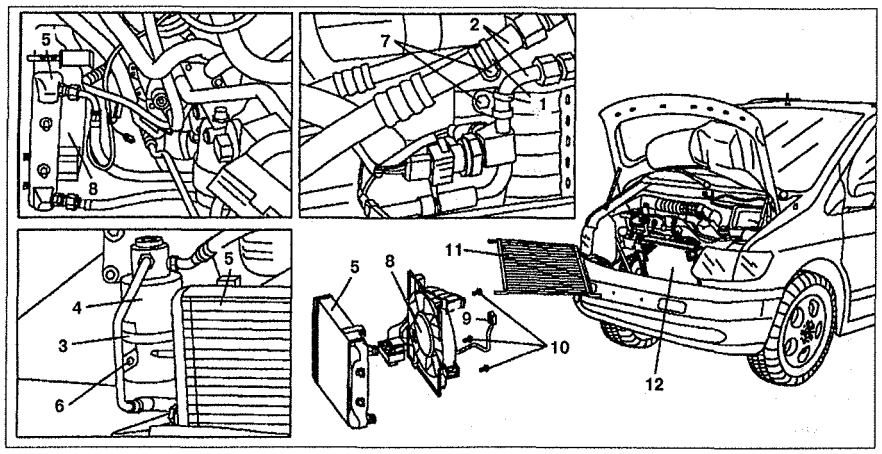

Рис. 6.72. Вентилятор масляного радиатор АКПП (автомобили с двигателем 104.900):
2. Открутите болты **7** крепления хомутов **1** трубок системы кондиционирования **2** (см.рис.6.72).